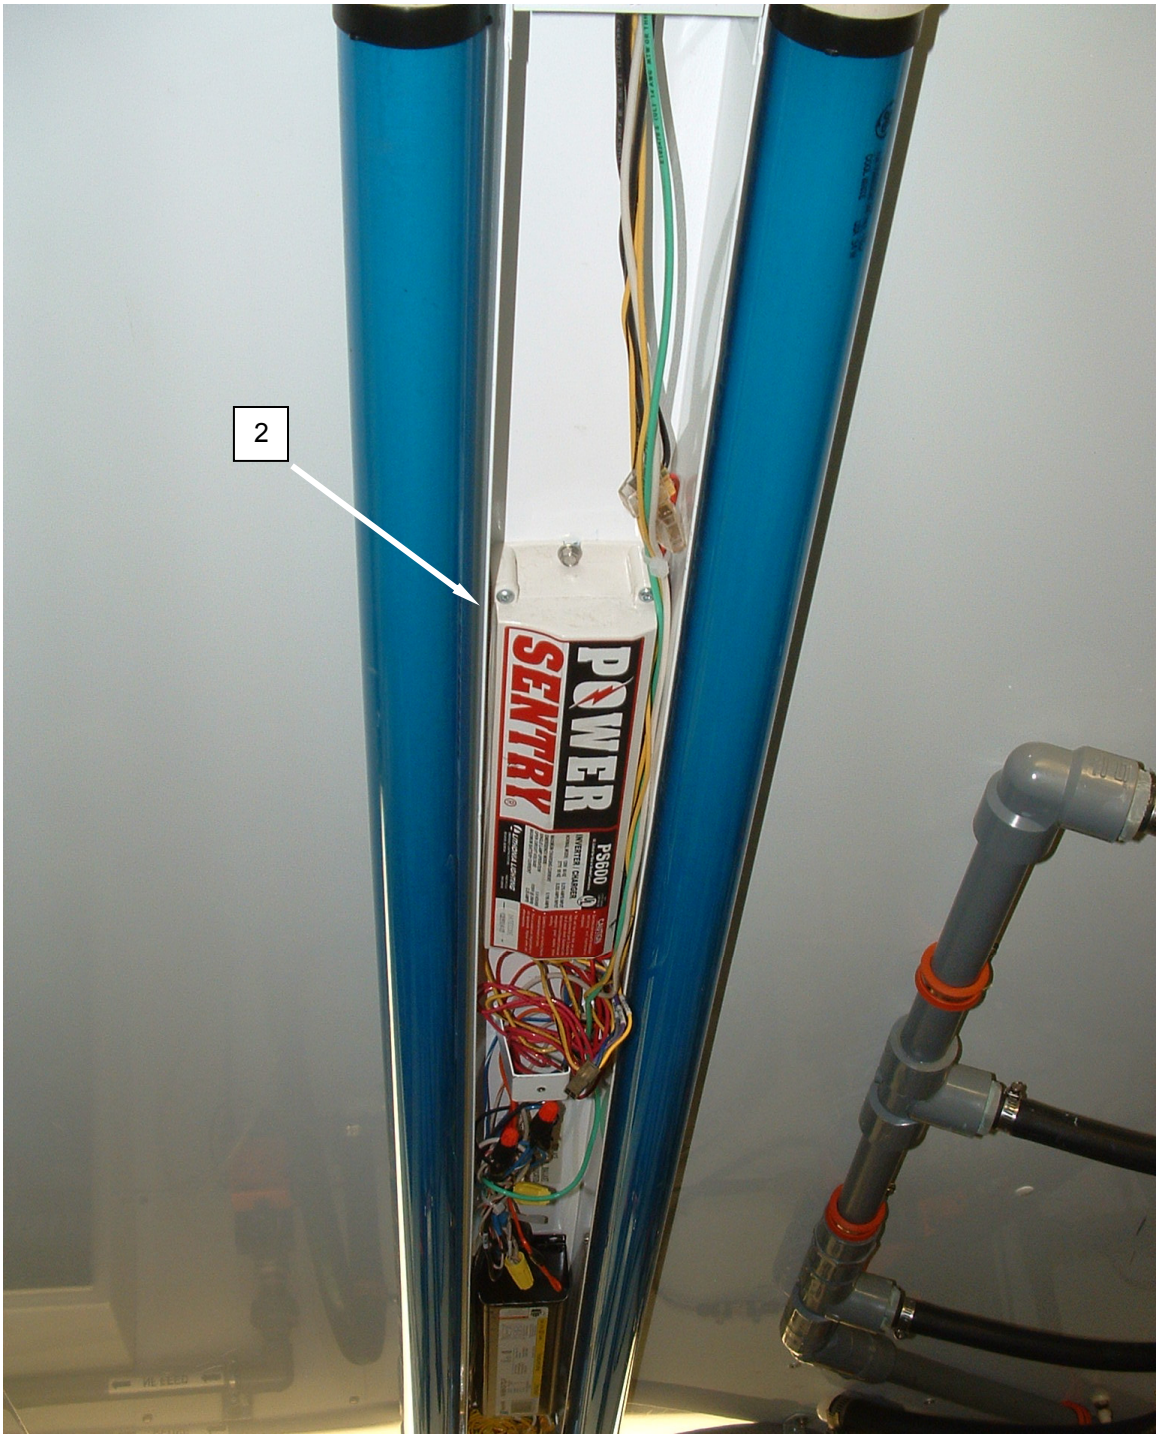

Figure 2. Replace the Battery.
3. Tag and disconnect wiring from battery **(Figure 2, Item 2)**.
4. Remove the screws retaining the battery **(Figure 2, Item 2)** and remove the battery.
5. Install the replacement battery **(Figure 2, Item 2)** and retain with screws.
6. Connect wiring to battery **(Figure 2, Item 2)** as tagged.